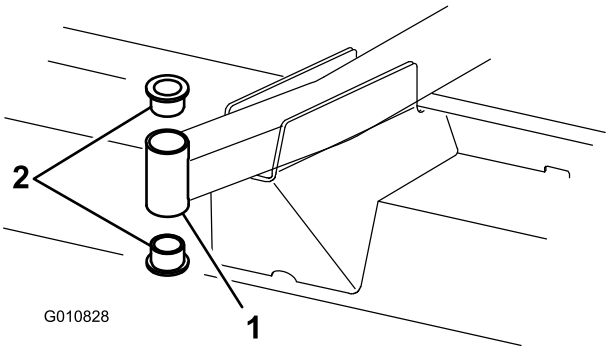

Figur 21
4. Sett inn kjørner i toppen eller bunnen av monteringstuben og driv hylsen ut av tuben (Figur 21). Driv også den andre hylsen ut av tuben.